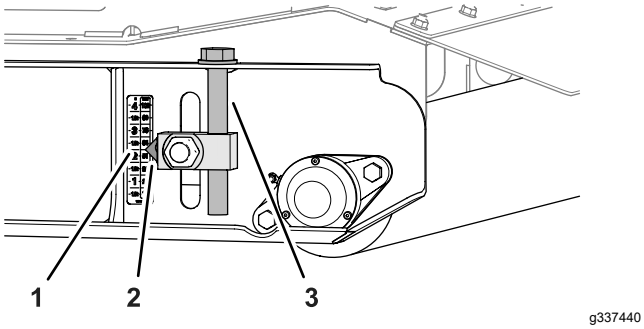

Figuur 83
5. Breng aan de achterol de linker en rechter maaihoogteregelaars omhoog naar de 57 mm-markering op de sticker (Figuur 83).